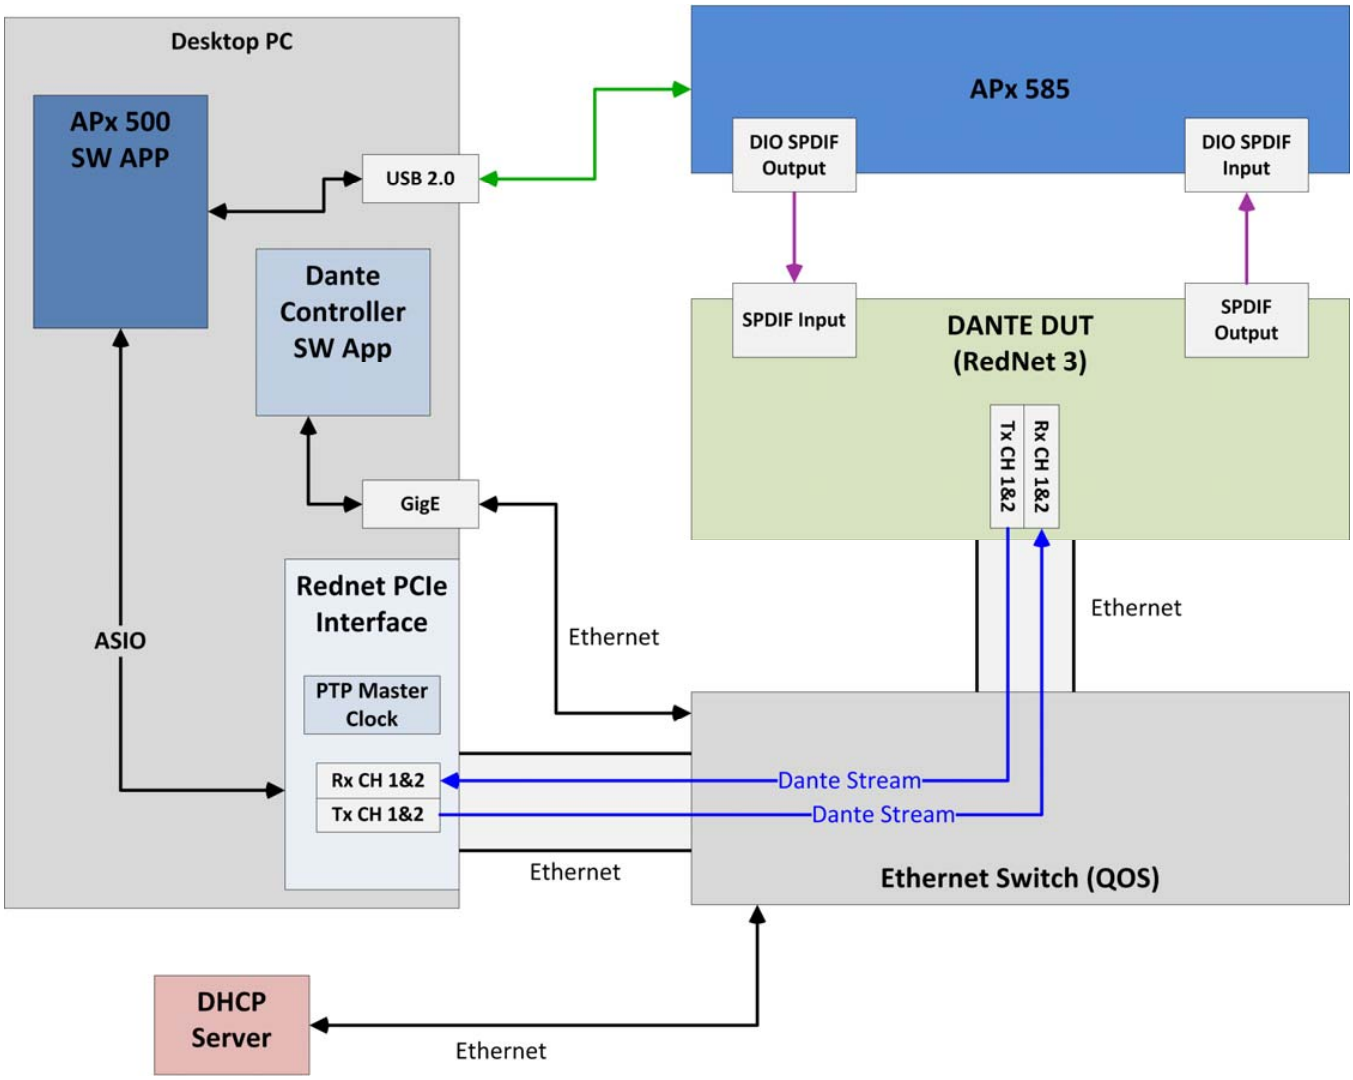
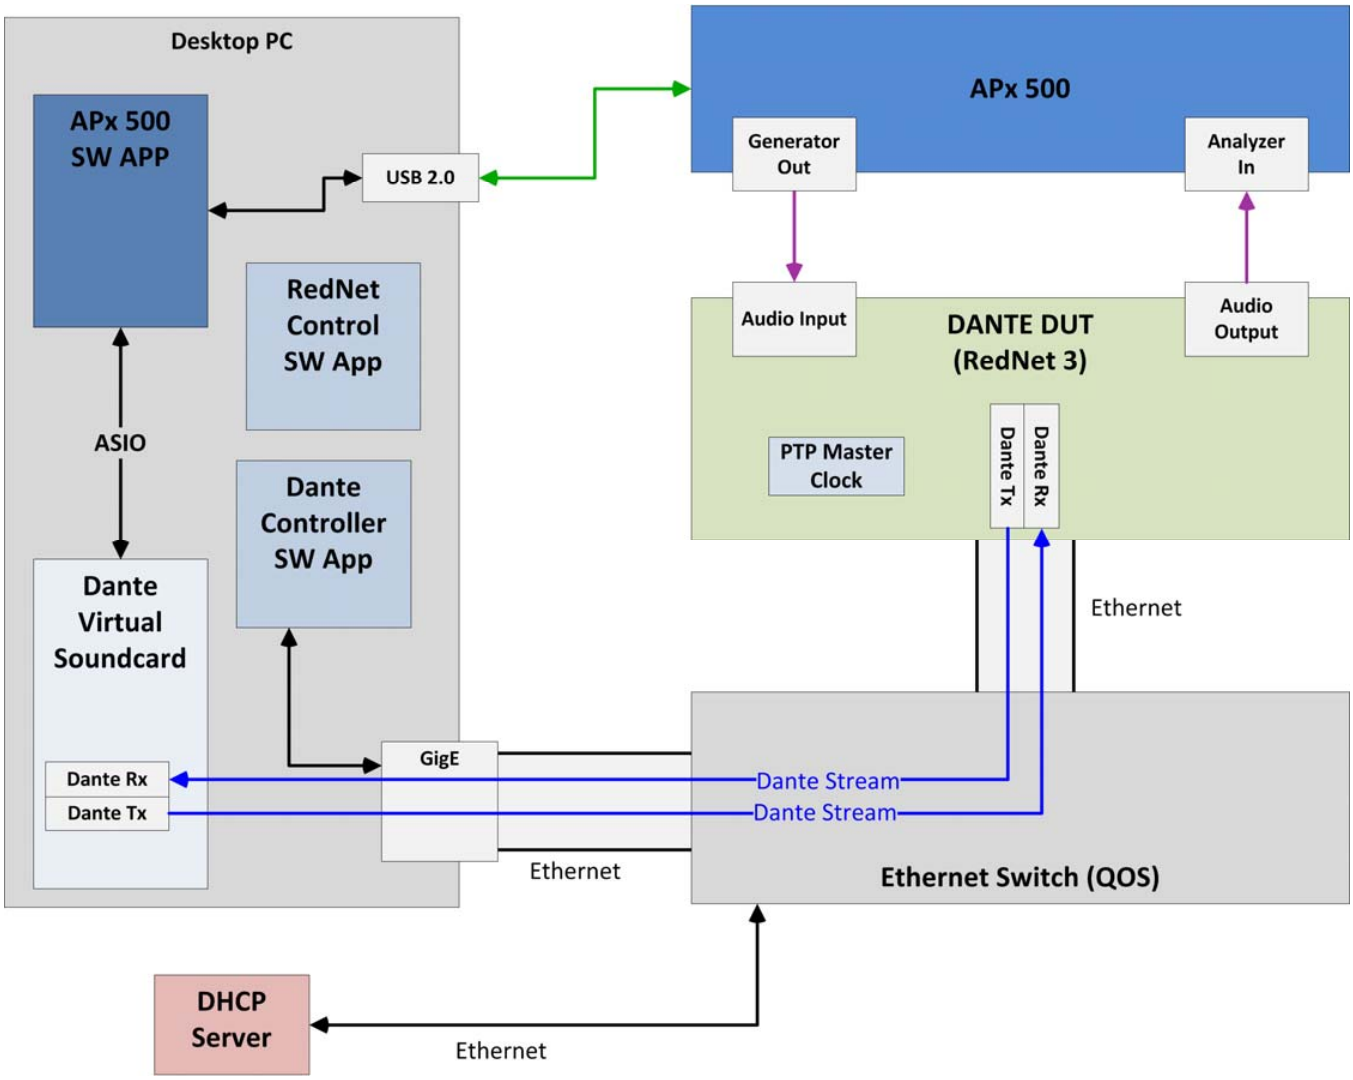

FIGURE 2. TEST SETUP A: PTP MASTER CLOCK PROVIDED BY REDNET PCIE CARD
FIGURE 3. TEST SETUP B: PTP MASTER CLOCK PROVIDED BY DUT (REDNET 3).
Dante uses Internet Protocol (IP) running over Ethernet to transfer audio streams to and from a device through its Ethernet port. Audio testing as depicted in Figure 2 and Figure 3 require that the APx audio analyzer be able to send and receive test signals over the Dante interface. This can be accomplished using the APx's Audio Stream Input/Output (ASIO) client interface in combination with third-party Dante interfaces designed for Windows PCs.
Refer to Figure 2 and Figure 3 for this signal path and the two following.
Figure 2 shows Test Setup A, which uses the Focusrite RedNet PCIe card as both the Dante interface and as the PTP Master Clock source. This setup is useful in situations where neither the network nor the DUT provide a PTP Master Clock.
Figure 3 shows Test Setup B, which uses a software application from Audinate called Dante Virtual Soundcard as the Dante interface. Dante Virtual Soundcard must be installed on the Windows PC that is running the APx500 measurement software. In Test Setup B, the PTP Master Clock must be found on the network; in our case, the PTP Master Clock is a component of our DUT, the Focusrite RedNet 3.
Start by connecting the appropriate APx generator outputs to the DUT's audio inputs and the DUT's audio outputs to the appropriate APx analyzer inputs. For this Technote, an APx585 audio analyzer is used, with a Focusrite RedNet 3 audio interface as the DUT. The APx analyzer's SPDIF inputs and outputs are connected to the RedNet 3 SPDIF inputs and outputs. The overall test setup is shown in Figure 2 and Figure 3. Note that we could test analog inputs or outputs with a similar setup.